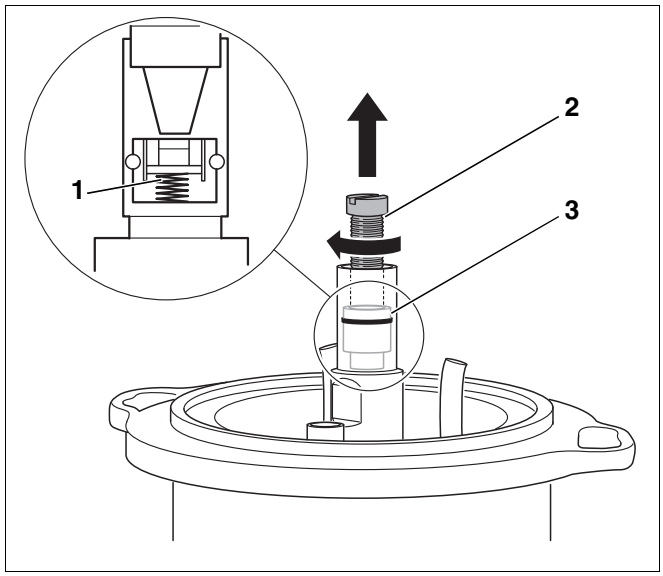

Abb. 28 Abschlussventil austauschen
Das Abschlussventil (Abb. 28, **Pos. 3**) im Ölvorwärmer arbeitet wie ein Rückschlagventil. Wenn die Ölpumpe in Betrieb ist, drückt sie das Öl durch das Abschlussventil. Schaltet sich die Pumpe aus, schließt sich das Abschlussventil über eine Feder (Abb. 28, **Pos. 1**).
- Schraube M5 × 50 (Abb. 28, **Pos. 2**) einschrauben und Abschlussventil (Abb. 28, **Pos. 3**) herausziehen.